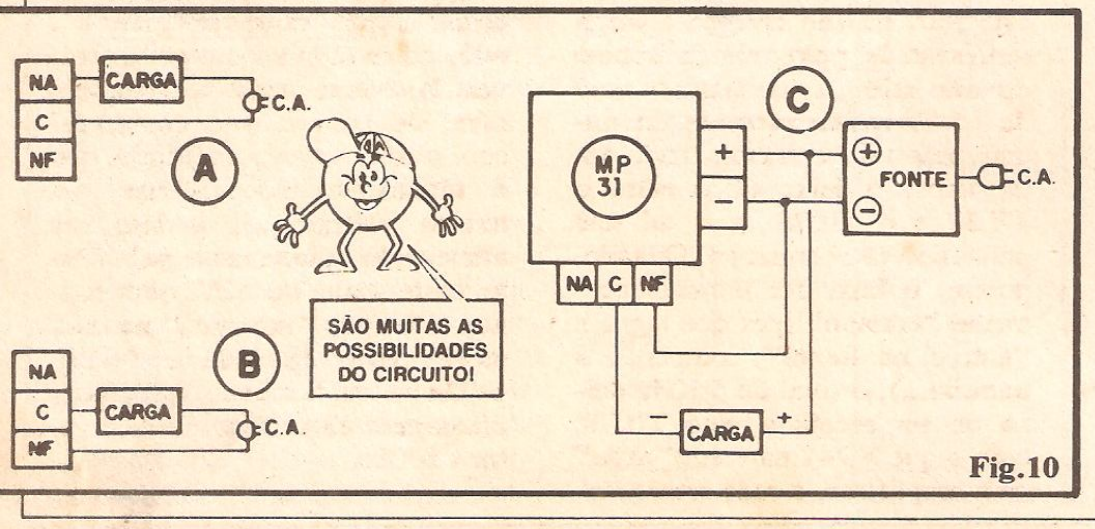

Fig.10
- **FIG. 10** - MAIS DADOS PRÁTICOS PARA UTILIZAÇÃO DOS CONTATOS DE SAÍDA - Sempre considerando que, sob condição normal, o relê se encontra energizado (contato NF "desligado" de C, e contato NA "ligado" a C), ocorrendo o momentâneo "corte" no relê, quando acontece o rompimento da barreira, vamos a uma rápida sequência de exemplos práticos para utilização: